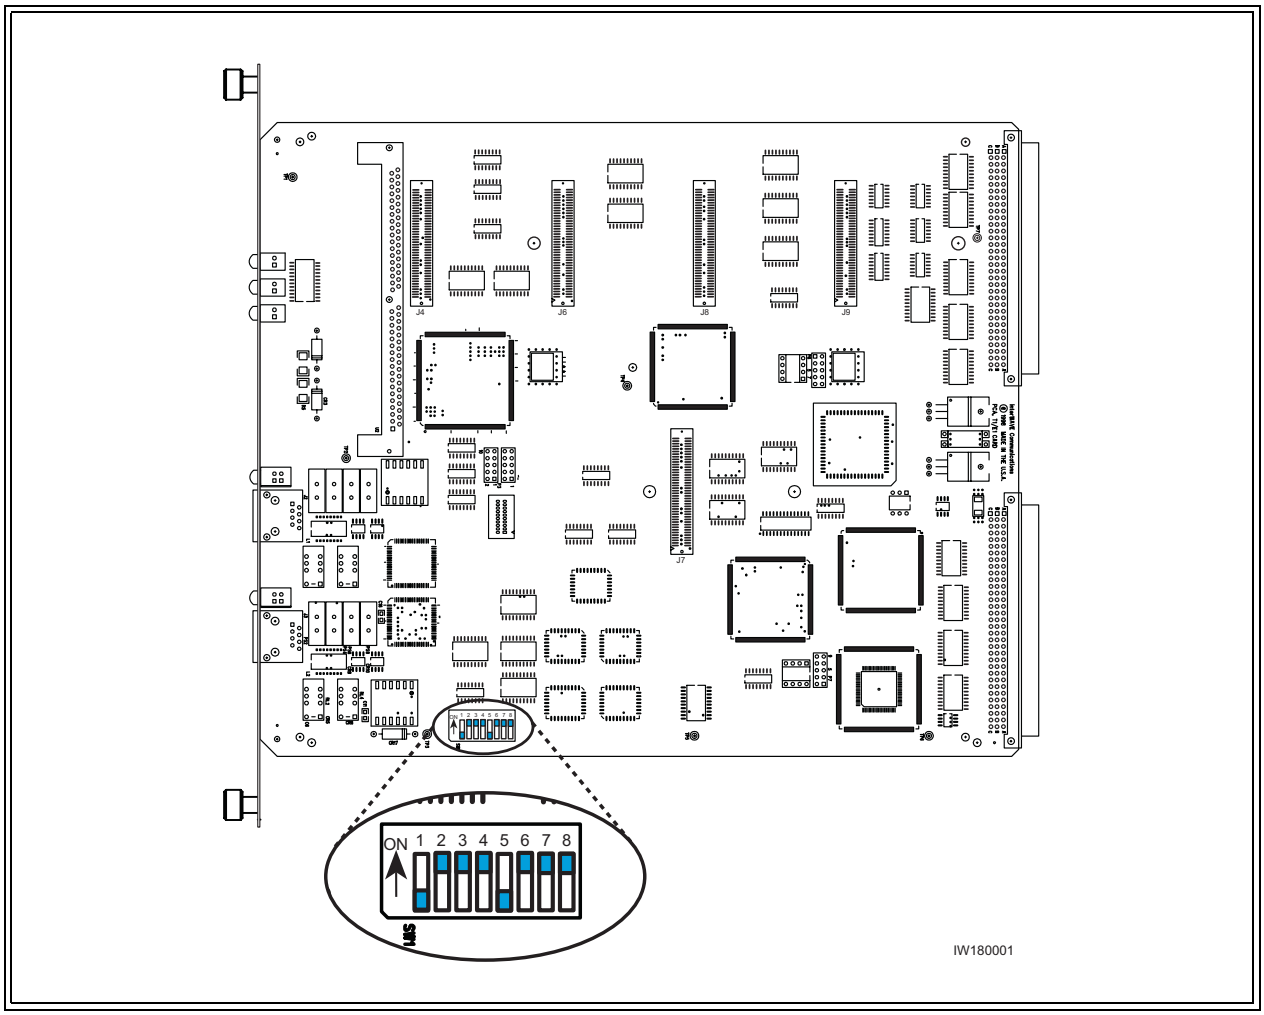

Figure 2-7 Location of DIP switch on a Trunk Card
5. See Figure 2-7 to locate the DIP switch.